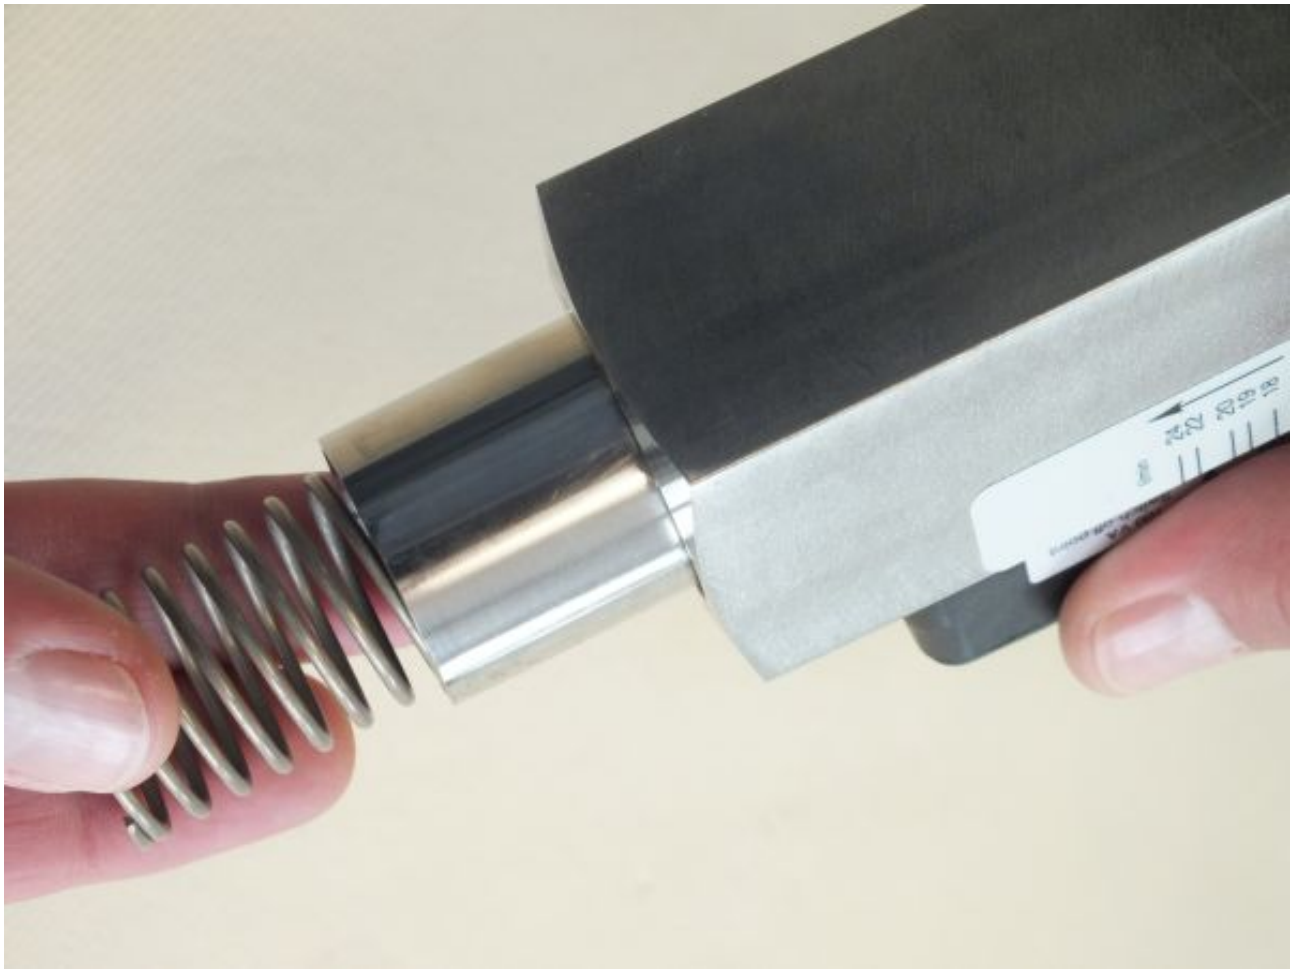

Fig. 46: Remove inner parts
6. Carefully turn the device body 180° and remove the inner parts (float, magnets and spring). (*Fig. 46*)